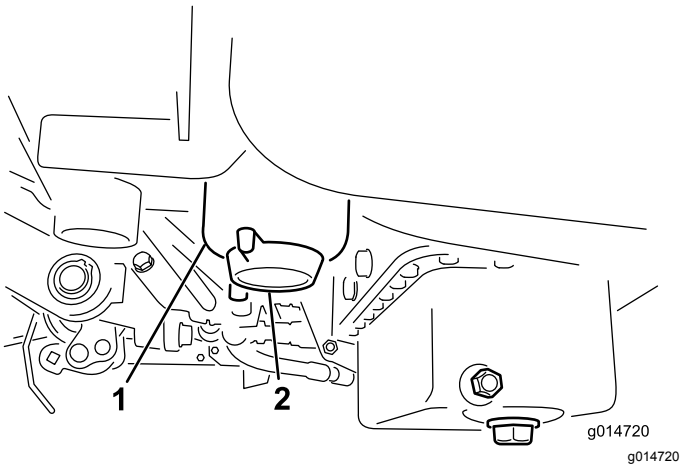

Figura 31
3. Abra o tampão de drenagem no filtro de combustível aproximadamente uma volta e drene qualquer água acumulada (Figura 31).